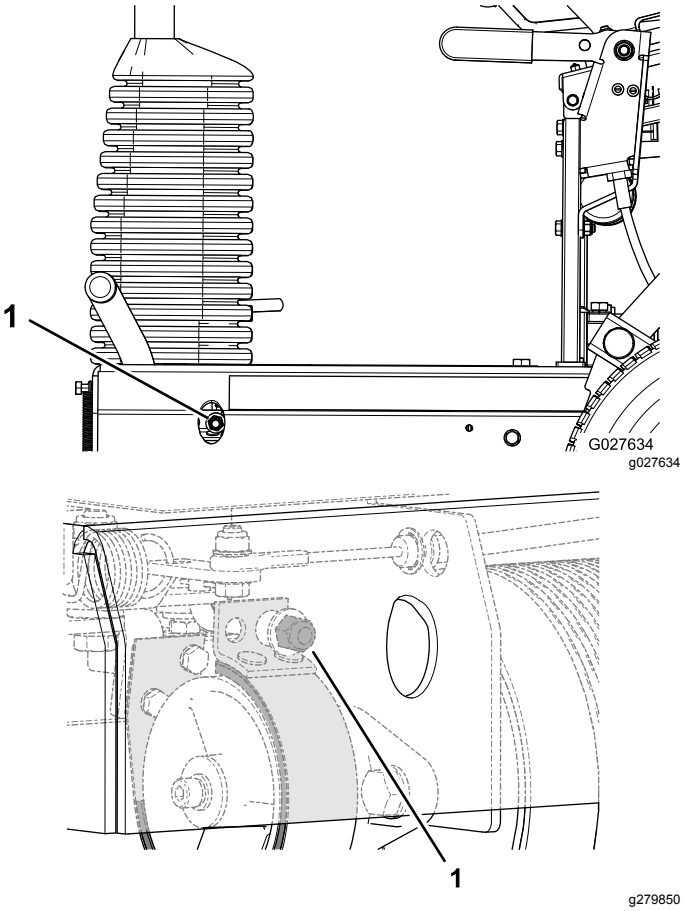

Figur 34
- Öka bromskraften genom att vrida bromsens låsmutter medurs (Figur 34).
- Minska bromskraften genom att vrida bromsens låsmutter moturs (Figur 34).